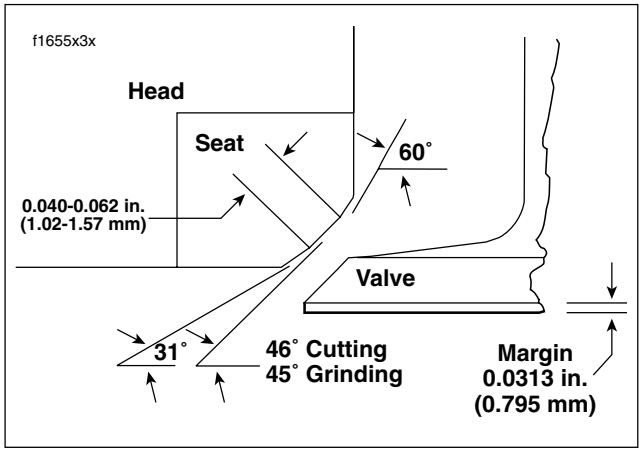

Figure 3-80. Valve Seat Angles
11. Inspect the contact pattern on the valve seat to be sure area is 0.040-0.062 inch (1.02-1.57 mm) wide and contacts the valve two-thirds of the way towards the outer edge of the valve face. See Figure 3-80. If necessary, modify the seat pattern as follows: